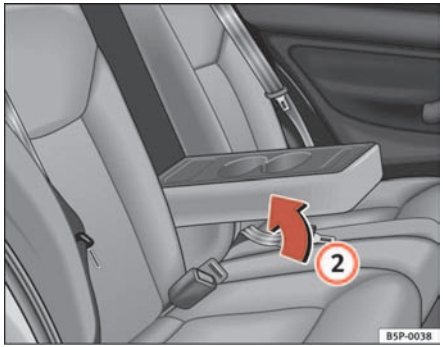

Fig. 108 Rear armrest/drink holder
– To close, lift the Drink holder*/ armrest* in the direction of the arrow ⇒ fig. 108 (2).